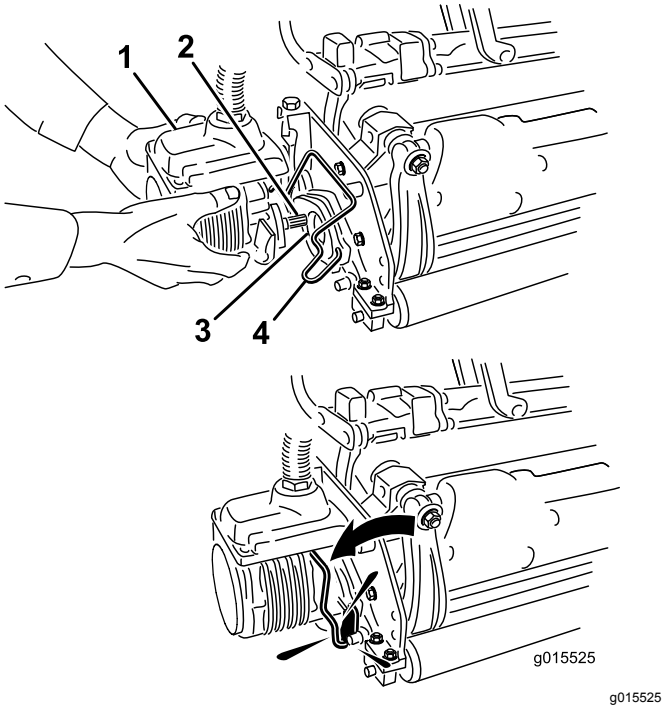

Figur 14
11. Dekk kileakselen i klippeenhetsmotoren med rent smørefett (Figur 14).
12. Sett motoren inn på klippeenhetens venstre side (fra brukerens synspunkt), og dra motorholdebøylen på klippeenheten mot motoren til du hører et "klikk" på begge sider av den (Figur 14).